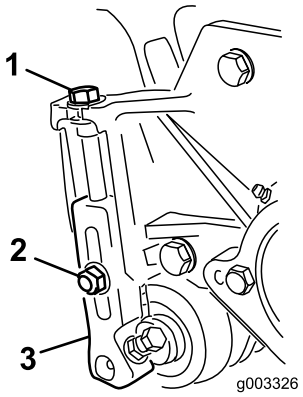

Figur 15
1. Løsne låsemutrene som fester klippehøydebrakettene til klippeenhetens sideplater (Figur 15).